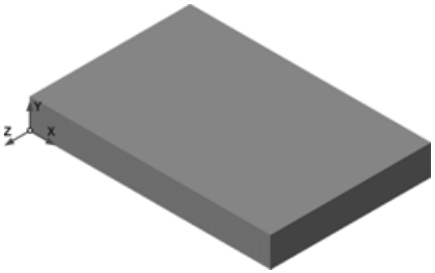

Рис. 2.50
- В ответ на запрос системы **Укажите базовую плоскость или грань** щелкните мышью на элементе **Плоскость ZX** в дереве построения. После этого основание детали примет горизонтальную ориентацию (рис. 2.50).